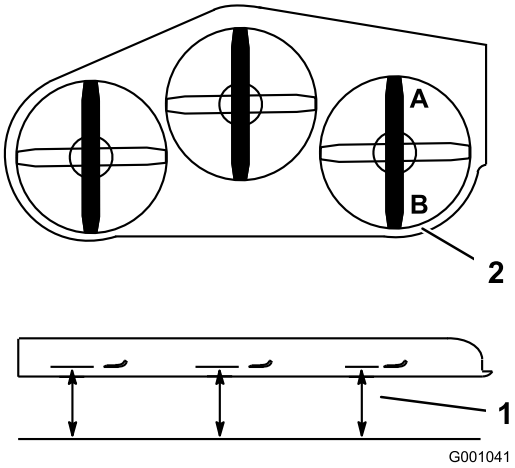

Figur 75
1. Placer højre kniv på langs (Figur 75).
2. Mål den højre kniv ved punktet **A** fra en plan overflade til knivspidsens skarpe kant (Figur 75).
4. Mål den højre kniv ved punktet **B** fra en plan overflade til knivspidsens skarpe kant (Figur 75).
6. Plæneklipperens skærekniv skal være 6 til 10 mm lavere ved punkt **A** end ved punkt **B** (Figur 75). Hvis det ikke er korrekt, skal du gøre følgende: